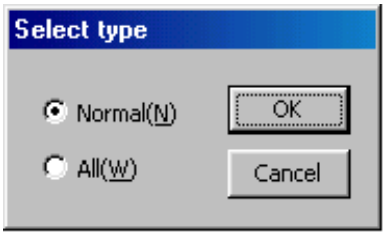

Figure 7.31 "Select type" dialog box
Click "*Upload (U)"* in the "Program Manager" menu to display the "Select type" dialog box (see Figure 7.31).